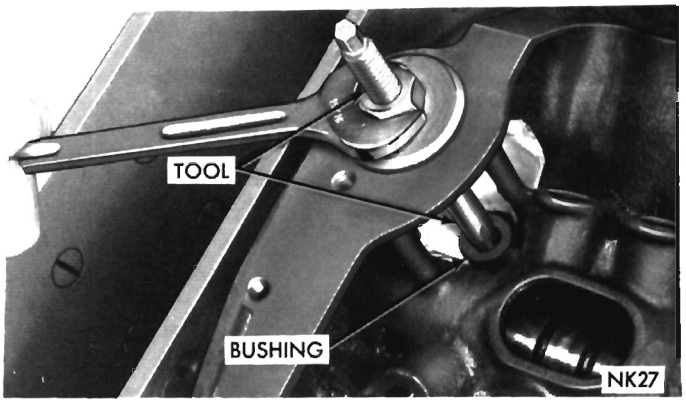

Fig. 36—Removing Distributor Drive Shaft Bushing
(1) Insert Tool C-3052 into old bushing and thread down until a tight fit is obtained, (Fig. 36).
(2) Hold puller screw and tighten puller nut until bushing is removed.